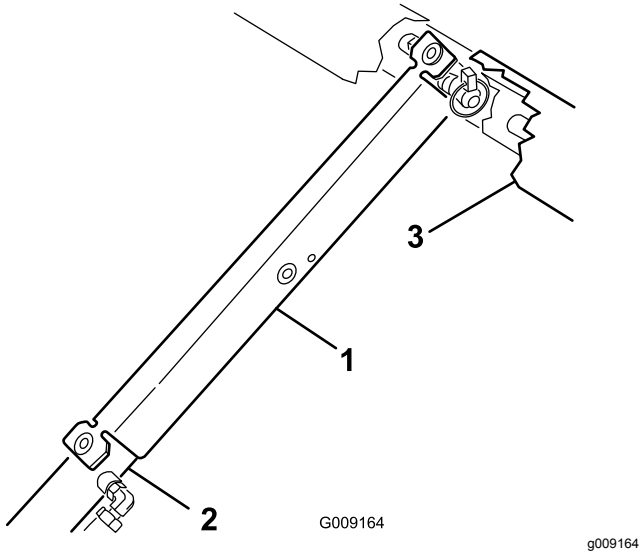

Figure 14
3. Push the bed support onto the cylinder rod, and ensure that the support end tabs rest on the end of the cylinder barrel and cylinder-rod end (Figure 14).